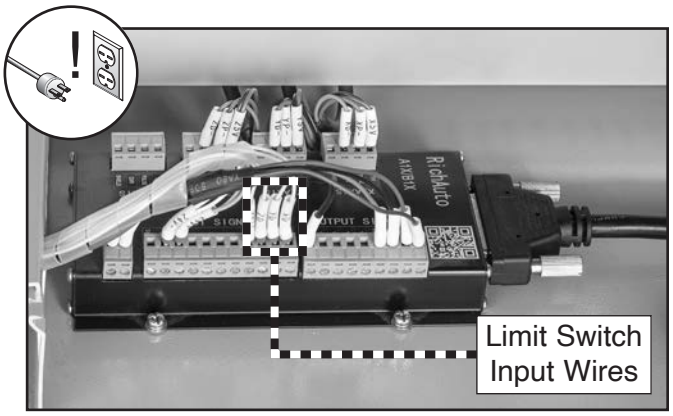

Figure 45. Interface board limit switch input wires.
6. Use a multimeter to check continuity between limit switches and interface board terminals (see **Figure 45**).